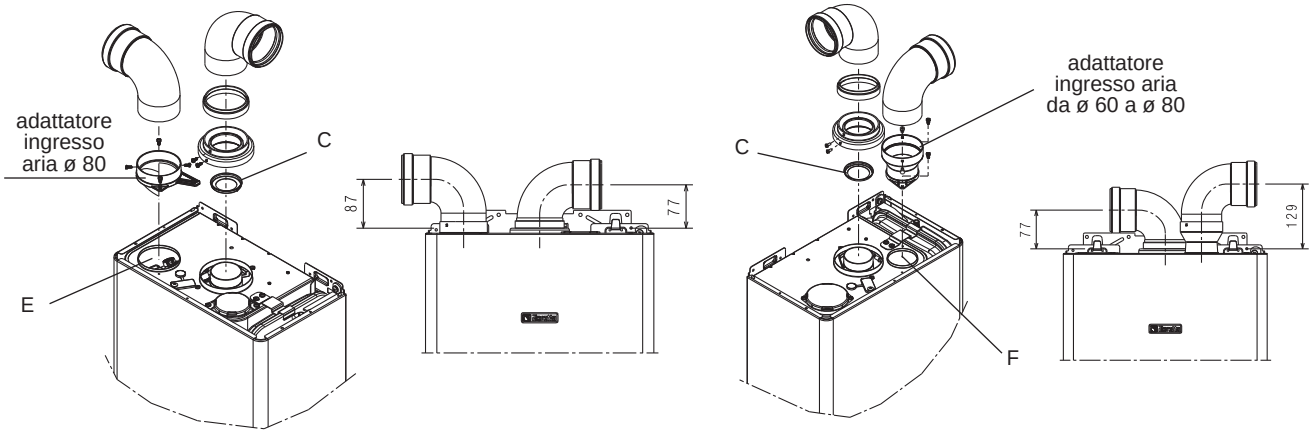

fig. 3.12
⚠ L'adattatore ingresso aria ø 80 (E) deve essere orientato correttamente, quindi è necessario fissarlo tramite le apposite viti, in modo che l'aletta di posizionamento non interferisca con il mantello (fig. 3.12).